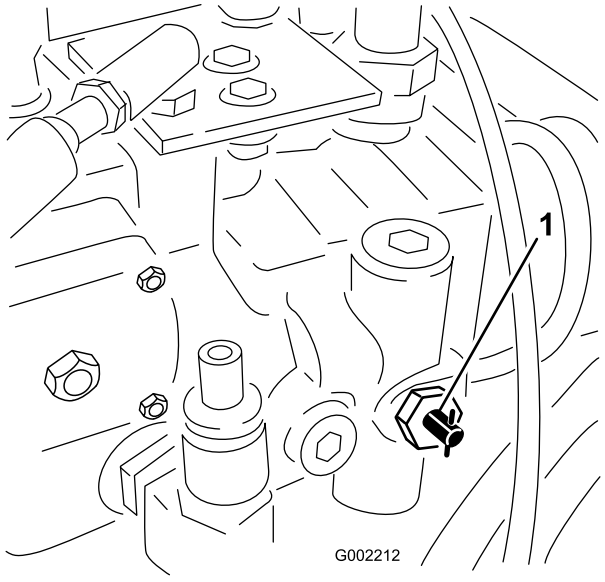

Bild 26
1. Drehen Sie das Abschleppventil (Bild 26) um 90° in eine Richtung, um es zu öffnen.